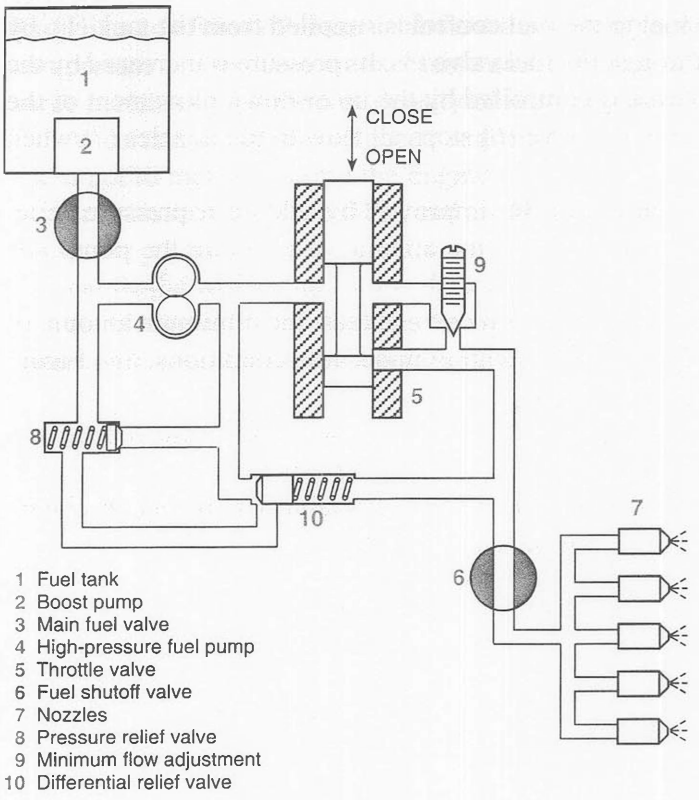

Figure 12-12. *The pressure drop across the throttle valve is held constant by the differential relief valve (10).*
Two ways of controlling the amount of fuel delivered to the nozzles are by varying the pressure drop across a fixed-size metering orifice and by maintaining a constant pressure drop across a variable-size orifice. In Figure 12-12 the size of the metering orifice is determined by the position of the throttle valve, which is controlled by the parameters sensed by the fuel control. A differential relief valve (10) is installed across the throttle valve to maintain a constant pressure drop as the size of the orifice changes. *See* Figure 12-12 on the next page.